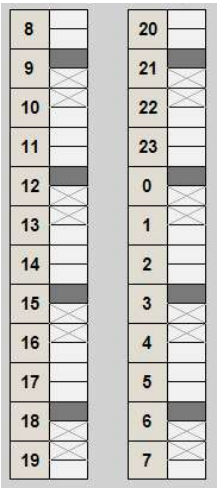

Figura 10 Horario de las sesiones de estimulación
2. Haga clic en las casillas con los horarios de estimulación que desee programar para el paciente. Las casillas se rellenan y aparece una "X" en las casillas que se encuentran a continuación, con el fin de indicar que no se puede programar un tratamiento en esos horarios (como se muestra en la Figura 10). Para eliminar una casilla haga clic en la casilla oscura de la sesión de estimulación.